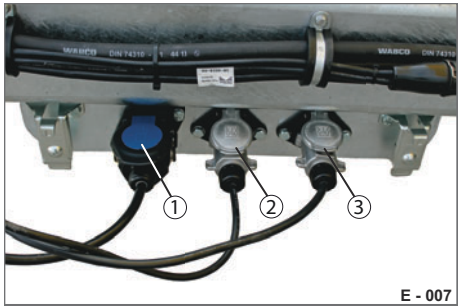

Abb. 8 Parkposition an Zugdeichsel
▶ Ziehen Sie den jeweiligen Stecker aus der Parkdose (Abb. 8/2 & Abb. 8/3) und stecken Sie die Stecker (7-polig) an der Zugmaschine ein.
▶ Ziehen Sie den Stecker aus der Parkdose (Abb. 8/1) und stecken Sie den Stecker (7-polig) an der Zugmaschine ein.